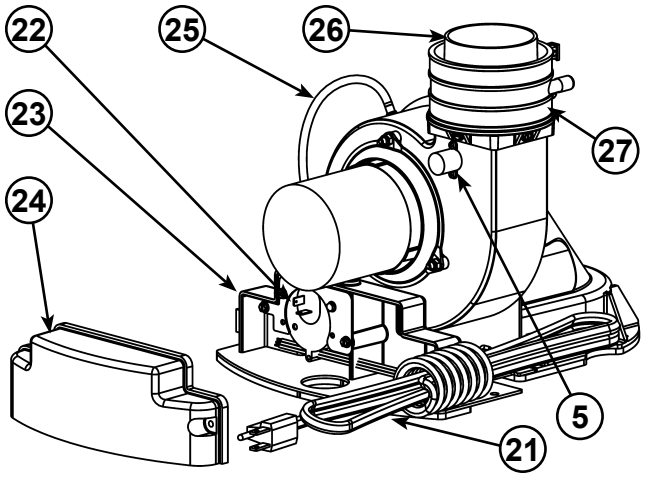

Figure 6.
5. Blower High Limit Switch (see Figure 6)
21. Blower with Power Cord (see also Figure 6)
22. Air Switch (inside box) (see Figure 6)
23. Junction Box (see Figure 6)
24. Junction Box Cover (see Figure 6)
25. Air Tubing (see Figure 6)
26. Rubber Coupling (see also Figure 6)
27. Gear Clamp (see also Figure 6)
This device is located on the blower (see Figure 6, item 5) and limits the maximum temperature of the blower. If the blower temperature rises above the temperature setting, the switch opens causing the heater to shut down. The switch will auto reset once the temperature drops sufficiently.
This device, located in the junction box, monitors the air pressure produced by the blower. In the event that the exhaust venting becomes blocked or sufficiently restricted, the switch will shut the heater down (see Figure 6, item 22).